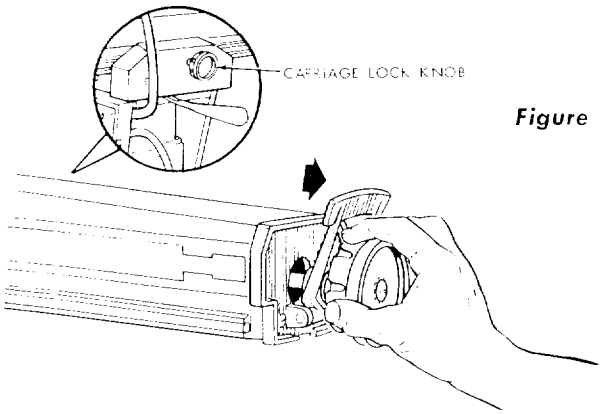

Figure 16
c. Loosen the arm latch knob by rotating it counterclockwise until it stops. (See figure 16.) This will free the radial arm, permitting it to be moved from right to left by hand. Also, make sure the carriage lock knob (figure 16) is loose enough to permit the carriage to move freely back and forth on the arm.